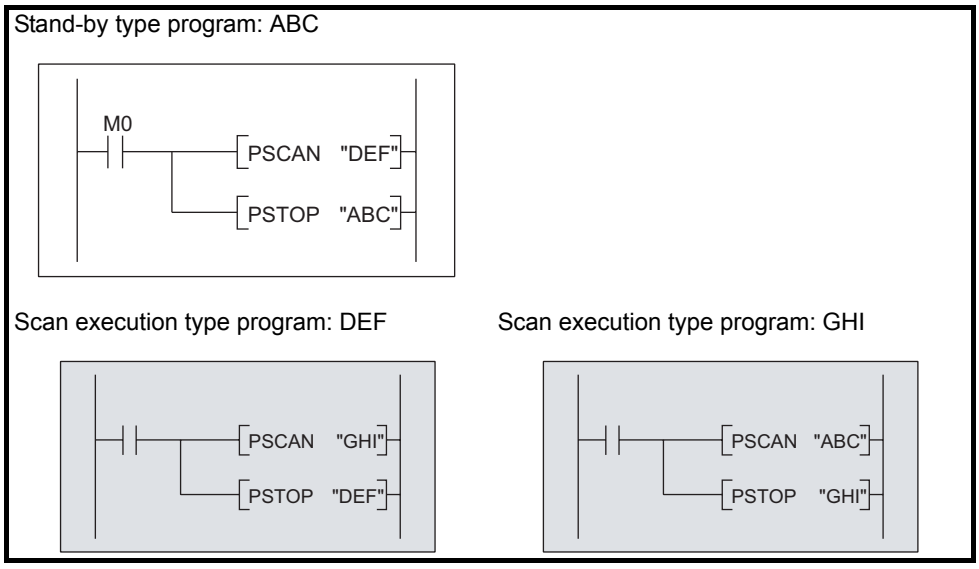

Figure 3.41 Example of changing the execution type in scan execution type program
- When the condition is satisfied (the internal relay (M0) in Figure 3.41 turns ON), "DEF" is changed into a scan execution type program and "ABC" into a stand-by type program.